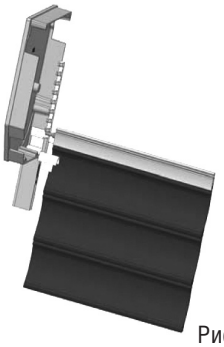

Рис. 6
4. После установки полотна, убедитесь в том, что при опущенном полотне стальные штифты входят в зацепление с зубчатыми замками с обеих сторон (рис. 6)